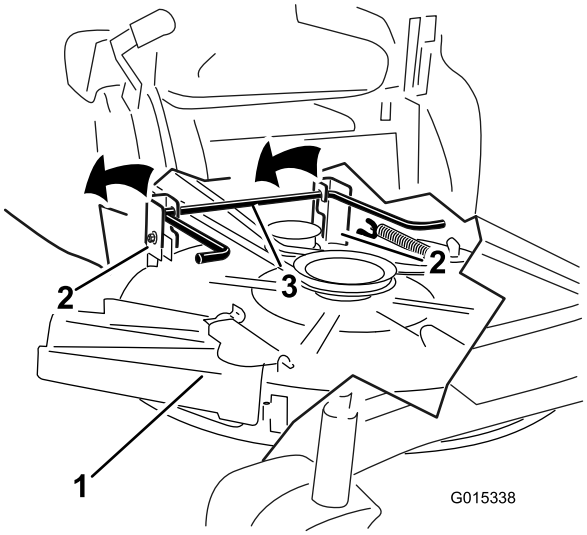

Figur 63
6. Løft plæneklipperskjold og hængebeslag, så de er fri af den bageste løftestang, og sænk forsigtigt plæneklipperen ned på jorden (Figur 63).
5. Løft klippeskjoldets bagende, og før hængebeslagene over den bageste løftestang (Figur 63).